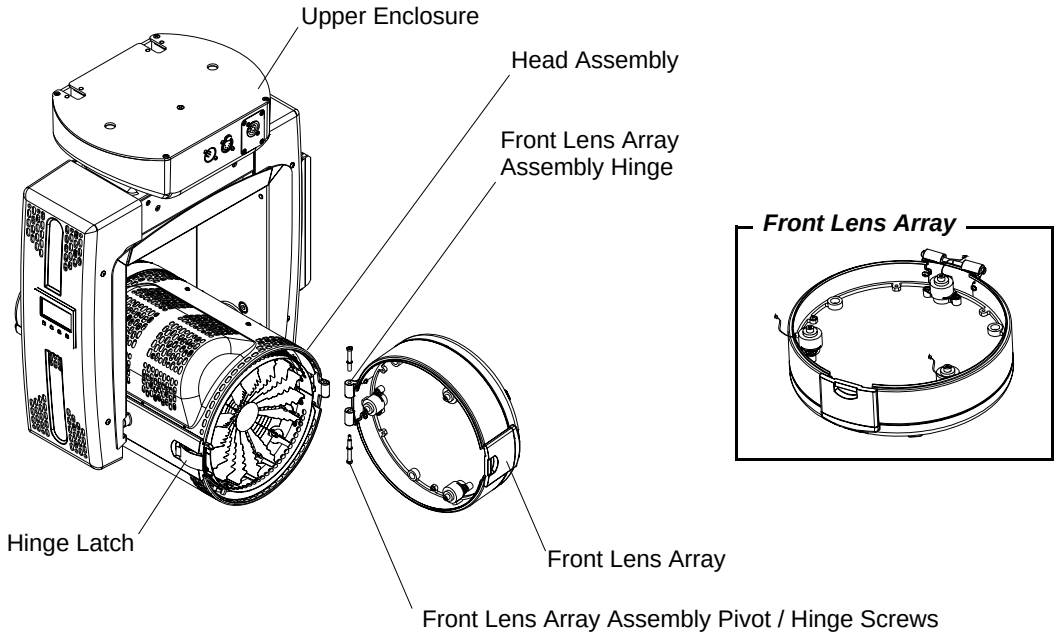

Figure A-3: Zoom Array Assembly Removal
Step 3. At head assembly, unlatch front lens array assembly as shown in Figure A-3.